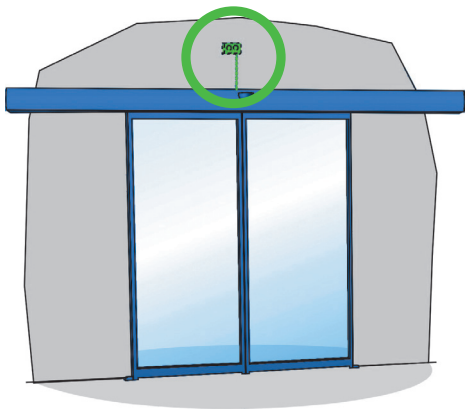

Fig. 1: Porte coulissante
4. Les prises de 230 ou 380 volt et les cablâges électriques seront mis à disposition conformément aux plans. Voir figures 1 et 2 sur le folder pour le positionnement standard du boitier d'alimentation.